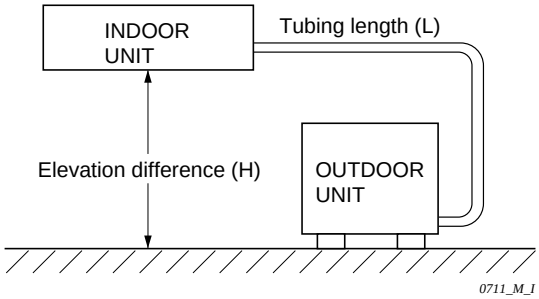

Fig. 1-2
- The length of the refrigerant tubing between theindoor and outdoor units is restricted by the elevation difference between the 2 units. This means that the more “uphill” 1 unit is from the other, the shorter the tubing must be. As you install the tubing, try to make both the tubing length (L) and the elevation (H) as short as possible. Refer to Fig. 1-2 and Table 1-1 for more information.